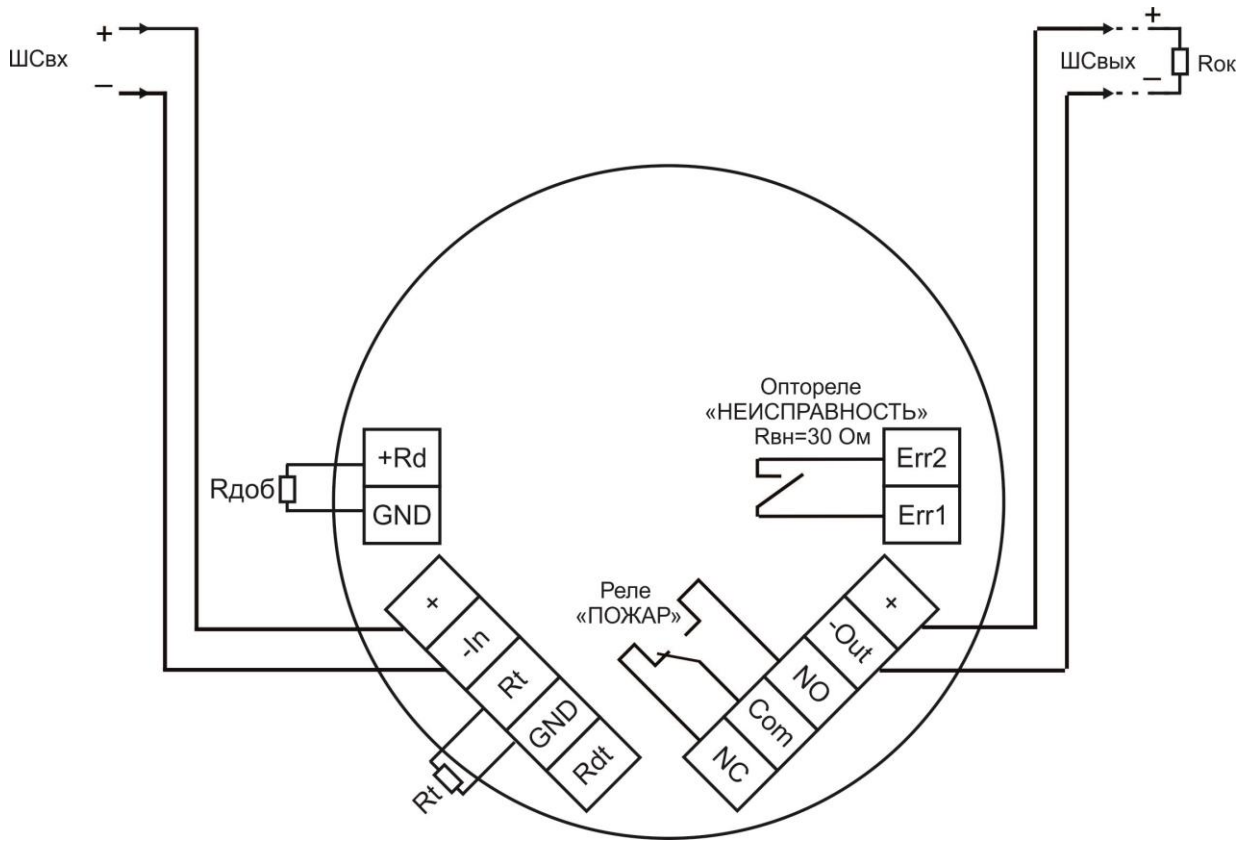

Рисунок 5 – 2-х проводная схема подключения
Все внешние провода подводятся к извещателю через внутреннее клеммное отделение, являющееся составной частью извещателя. Используются нажимные клеммы Wago для проводов сечением от 0,08 мм^2 до 2,5 мм^2. Подключение извещателя осуществляется по 2-х или по 4-х проводной линии связи в соответствии с рис. 5 - 7 настоящего РЭ.
- осуществить монтаж соединительного кабеля в кабельном вводе и соединить проводники в соответствии со схемой подключения к ППК, рис. 5 - 7.